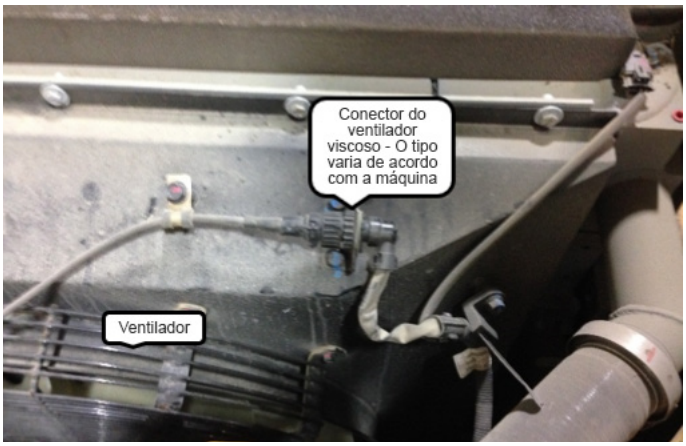

Figura 2
1. Conecte o Simulador de embreagem viscosa. Figura 2.